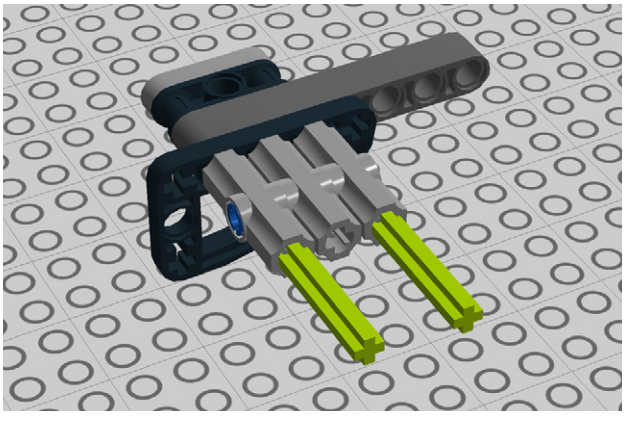

Figure 1-34. *Step 30: Two more axles*
30. Shove two more 4M cross axles into the angle elements (Figure 1-34).